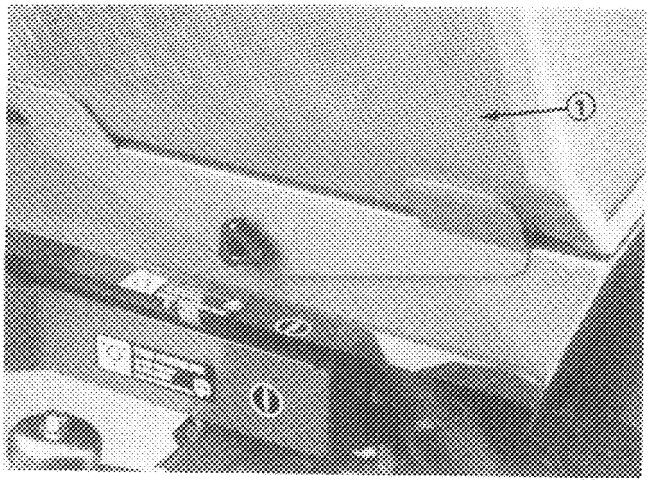

Figure 33
B. Loosen knobs securing rear screen to frame and remove screen (Fig. 33).